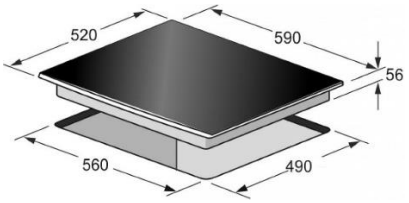

рис. 1
- Выполнить в столешнице вырез с размерами 560x490 мм (см. рис.1) и проверить входимость плиты в вырез столешницы.